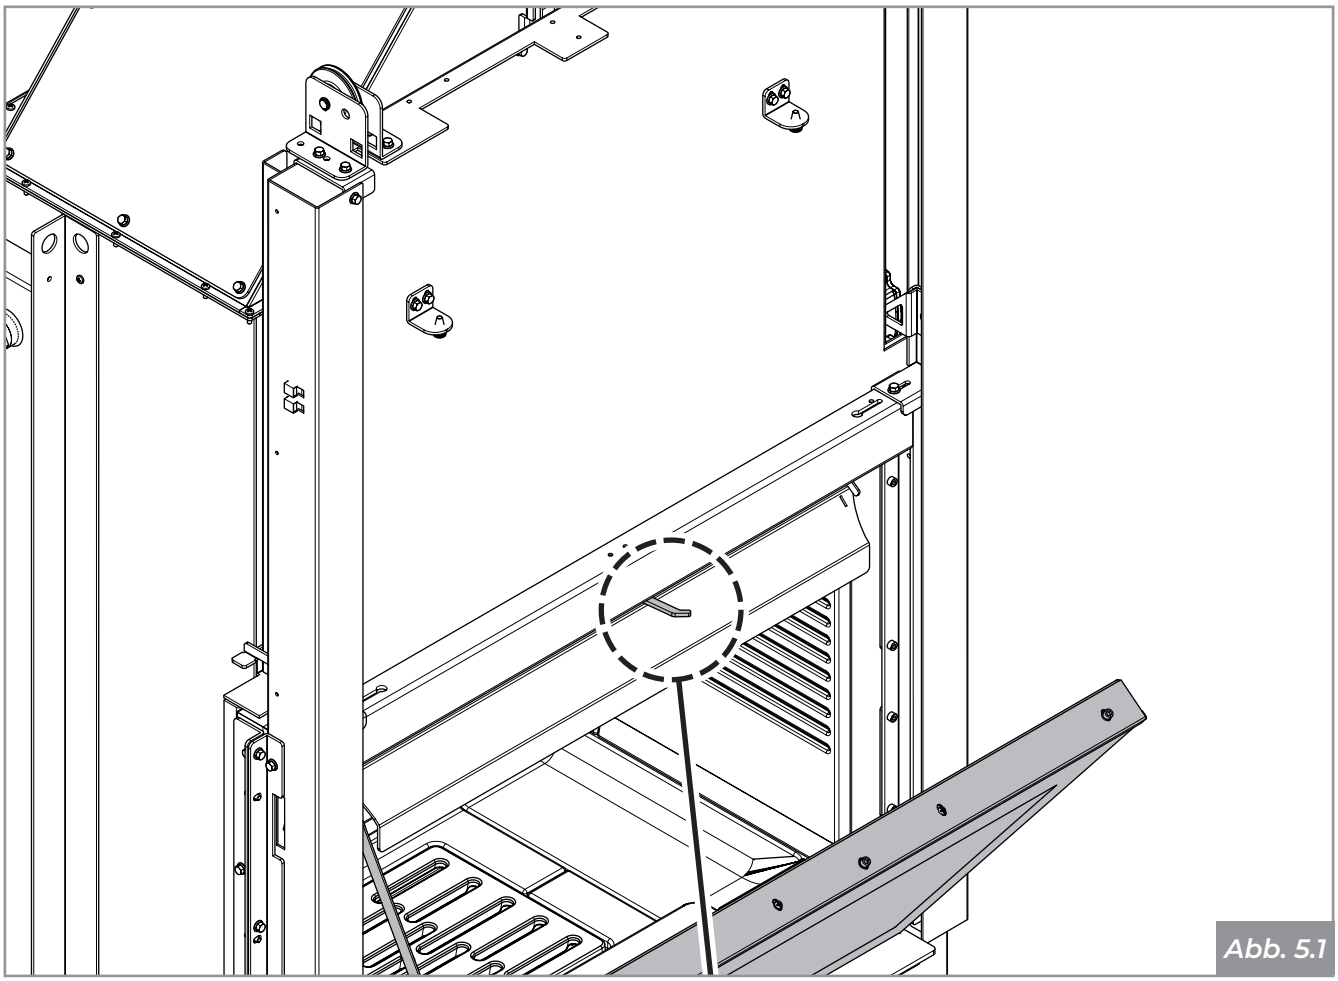

Abb. 5.1
1. Die Kipptür öffnen. Hierzu den oder die Griffe nach außen ziehen, um den Verschlussbolzen an der Oberseite des Glases zu entriegeln. Nachdem der Verschluss entriegelt wurde, die Tür beim Öffnen mit der Hand nach unten führen, um ein Aufschlagen zu verhindern **(Abb. 5.1)**.
Die Reinigung des Glases wird mit einem feuchten Tuch oder mit befeuchtetem Papier, das in die Asche getaucht wird, ausgeführt. Zum Reinigen des Glases muss die Kipptür geöffnet werden. Hierzu den oder die Griffe nach außen ziehen, um den Verschlussbolzen an der Oberseite des Glases zu entriegeln. Nachdem der Verschluss entriegelt wurde, die Tür beim Öffnen mit der Hand nach unten führen, um ein Aufschlagen zu verhindern **(Abb. 5.1)**.